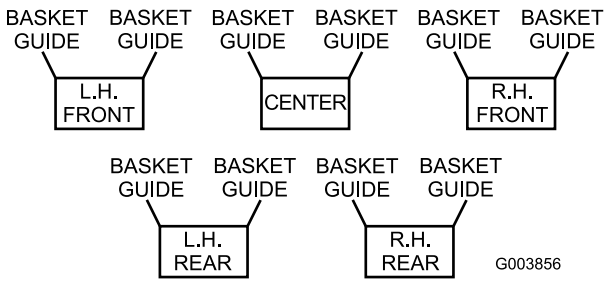
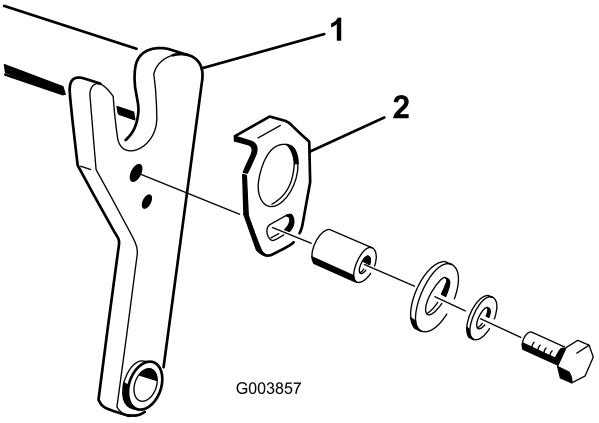
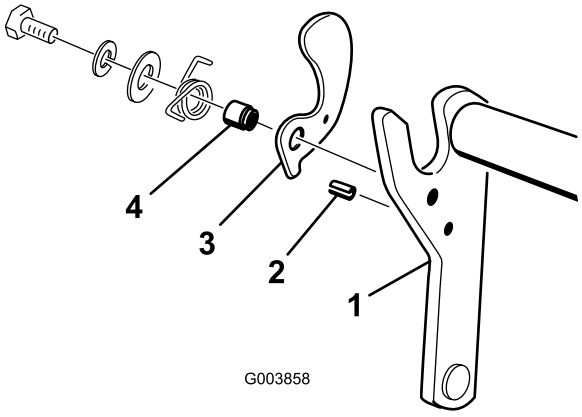

Figur 6
Figur 7
Figur 8
2. Hvis du skal bruke gresskurver på klippeenhetene, bruk skjemaet nedenfor (Figur 6) til å fastsette hvor kurvskinnene skal monteres på klippeenhetens bæreramme. Hvis du ikke skal bruke kurver kan du fortsette til trinn 4.
3. Monter en kurvskinne (Figur 7) på egnet side av bærerammen på hver klippeenhet (Figur 8) med en bolt (5/16 x 1-3/4 tommer), flat skive og låseskive eller fester som ble fjernet tidligere, som vist i Figur 7.
4. Sett inn en valsetapp (Figur 8) i hullet på aktuell side av bærerammen på hver klippeenhet (Figur 6).